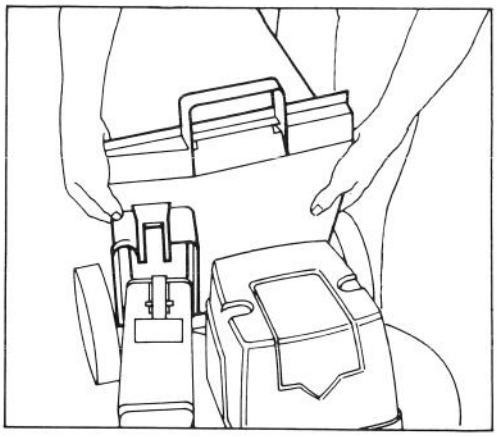

Figure 10
3. INSTALLING BAG (Fig. 10) — Hold front of bag frame and bag door together. Then place opening in bag door against flanges on rear chute and slide bag door down.